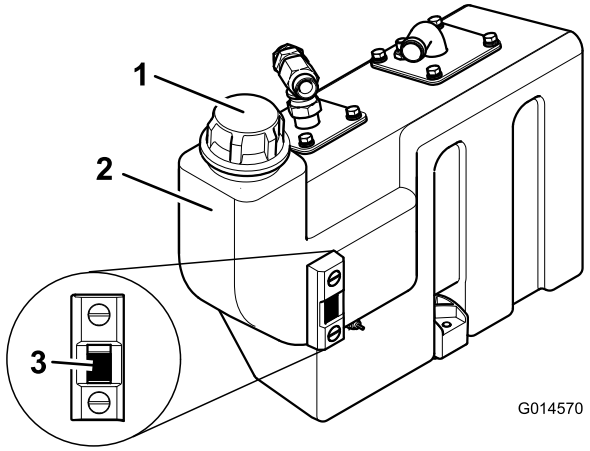

Figuur 26
3. Als bijkomende hydraulische olie nodig is, maak dan de omgeving van de vulbuis en de dop van de hydraulische tank schoon (Figuur 26) en verwijder de dop.